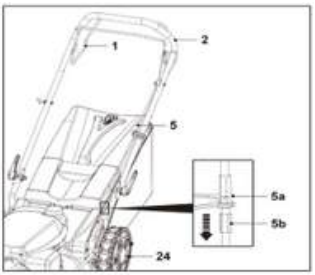

rys. 32
Jeśli tylne koła (24) nie obracają się podczas używania dźwigni napędu własnego (1), może być konieczna regulacja linki napędu własnego (5) (rys. 32).